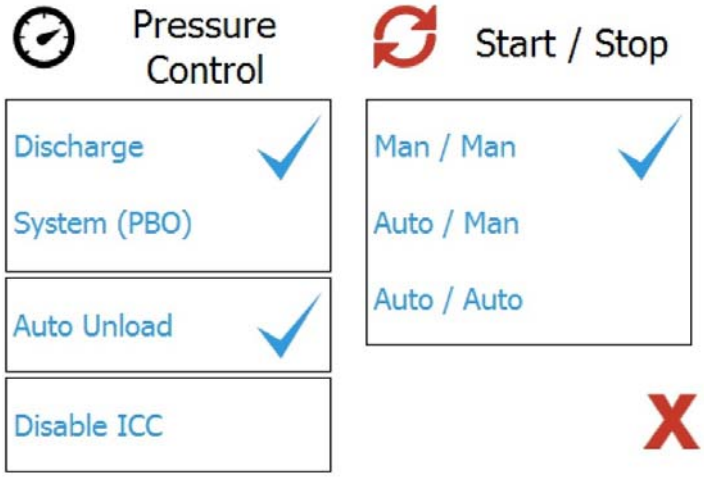

FIGURE 3-12
3. Enable the auto unload function, as shown in Figure 3-12
4. Select the desired operating mode (**AUTO/AUTO**) by pressing the appropriate selection in the **START/STOP MODE** menu, as shown in Figure 3-12.